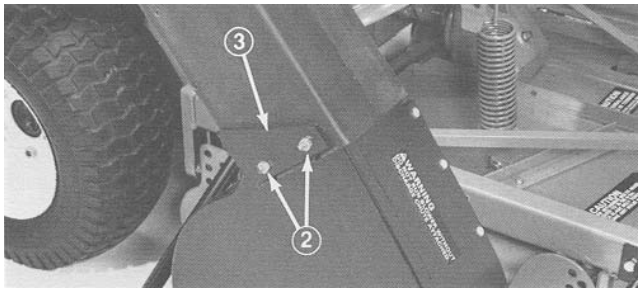

Figure 19
4. Slide chute over blower opening and onto mounting studs (Fig. 19).
5. Lower hopper hood and align chute with hood snout. Secure chute in position with (4) 5/16 locknuts and chute brackets. Wide end of brackets to be positioned to rear.